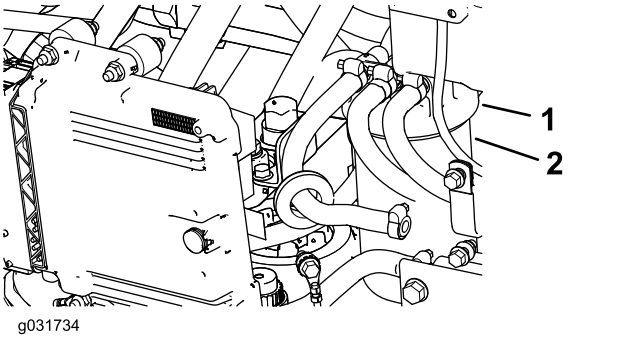

**Figuur 101**
1. Maak de omgeving van de kop van het brandstoffilter schoon (Figuur 101).
2. Verwijder het filter en reinig het filterkopplaatsingsoppervlak (Figuur 101).